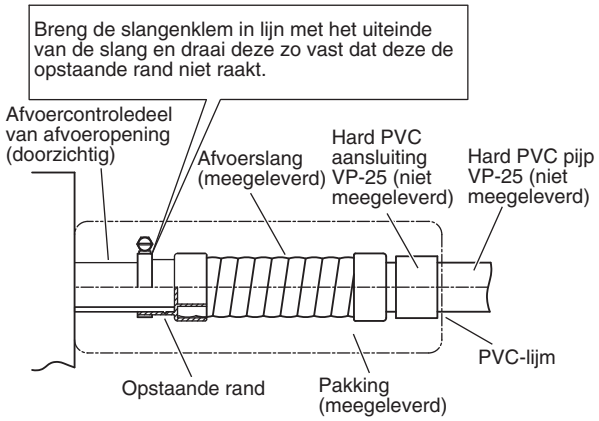

Afb. 3-8
Het doorzichtige deel van de afvoer op de unit zelf maakt het mogelijk de afvoer te controleren. (Afb. 3-8)
- **Draai de slangenklemmen zo vast dat de vergrendelingsmoeren naar boven wijzen. (Afb. 3-8)**